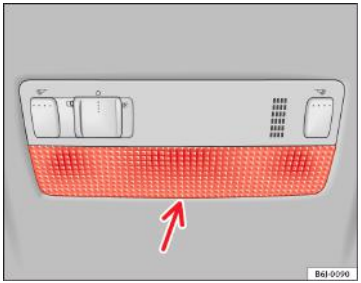

Fig. 165 Lampa de lectură din faţă
– Introduceţi o şurubelniţă subţire între carcasă şi capacul din sticlă ⇒fig. 165.